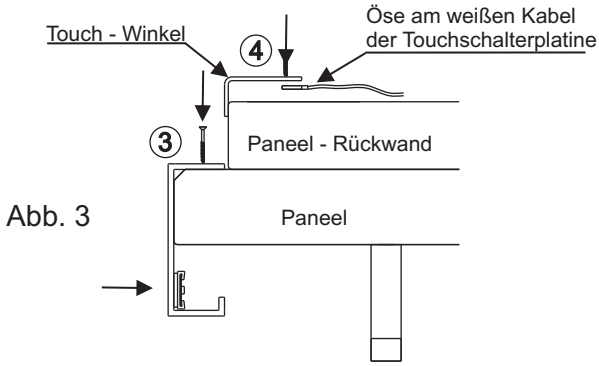

Abb. 3
4. Montieren Sie nun den Touchwinkel, der als Schalter für die Beleuchtung dient. Dieser wird ca. 25cm von der Oberkante des Paneels auf die Rückwandplatte geschraubt. (Abb. 3) Schieben Sie hierzu zunächst die Öse (am weißen Kabel der Touchschalterplatine) zwischen dem Touchwinkel und der Rückwand und verschrauben die Teile mit den bei liegenden Ø3x10mm Schrauben.